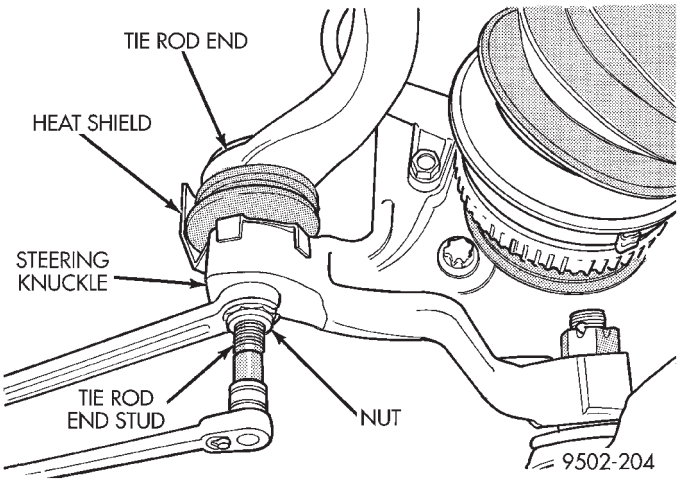
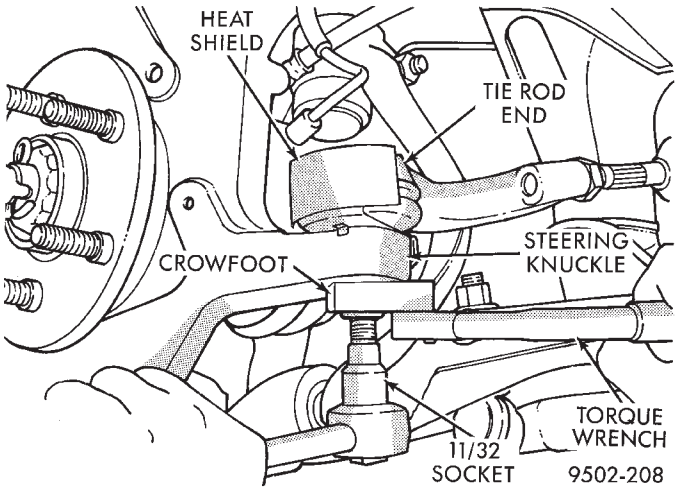

Fig. 19 Installing Tie Rod End Nut
Fig. 20 Torquing Tie Rod End Nut
(9) Install tie rod end into the steering knuckle. Start tie rod end to steering knuckle nut onto stud of tie rod end. While holding stud of tie rod end stationary (Fig. 19), tighten tie rod end to steering knuckle nut. Using a crowfoot and 11/32 socket, tighten the nut to 61 N·m (45 ft. lbs.) (Fig. 20).
(10) Install braking disc back on hub and bearing assembly.
(11) Install disc brake caliper assembly on steering knuckle. Caliper is installed by first sliding top of caliper under top abutment on steering knuckle.